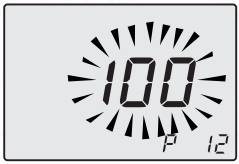

Fig. 7.44
- Scroll the various parameters using keys 15 or 16 until the letters **P12** are displayed on the LCD display and the value of the parameter (100=Inovia 16S and Inovia 25S), indicating that ”parameter 12” (Fig. 7.44) has been activated.